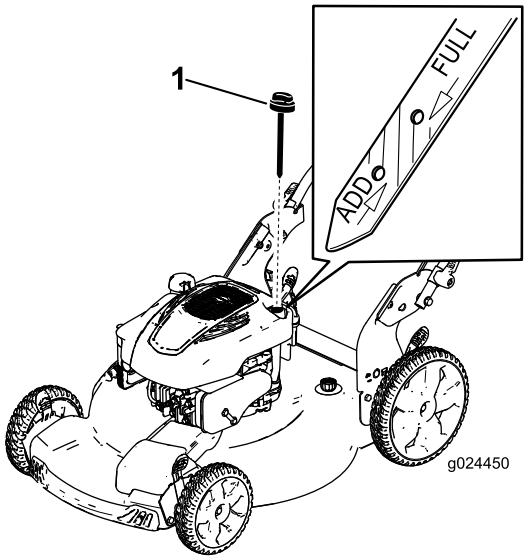

Figur 10
Fyld brændstoftanken med frisk, blyfri, almindelig benzin fra en af de større benzinselskabers tankstationer (Figur 10).
2. Tag målepinden ud (Figur 10).
5. Aflæs oliestanden på målepinden (Figur 10).